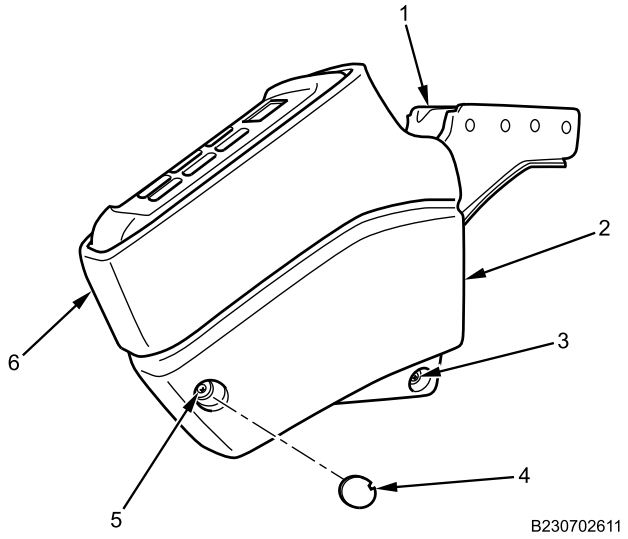

Figure 6. Transmission Driver Control Assembly Panels.
2. Install transmission driver control assembly panels (Figure 6, Item 2 and 6) on transmission driver control assembly frame (Figure 6, Item 1).
3. Install screws (Figure 6, Item 3 and 5) on right side transmission driver control assembly panel (Figure 6, Item 2) and tighten securely.
4. Install screw shroud cover (Figure 6, Item 4) on right side transmission driver control assembly panel (Figure 6, Item 2).